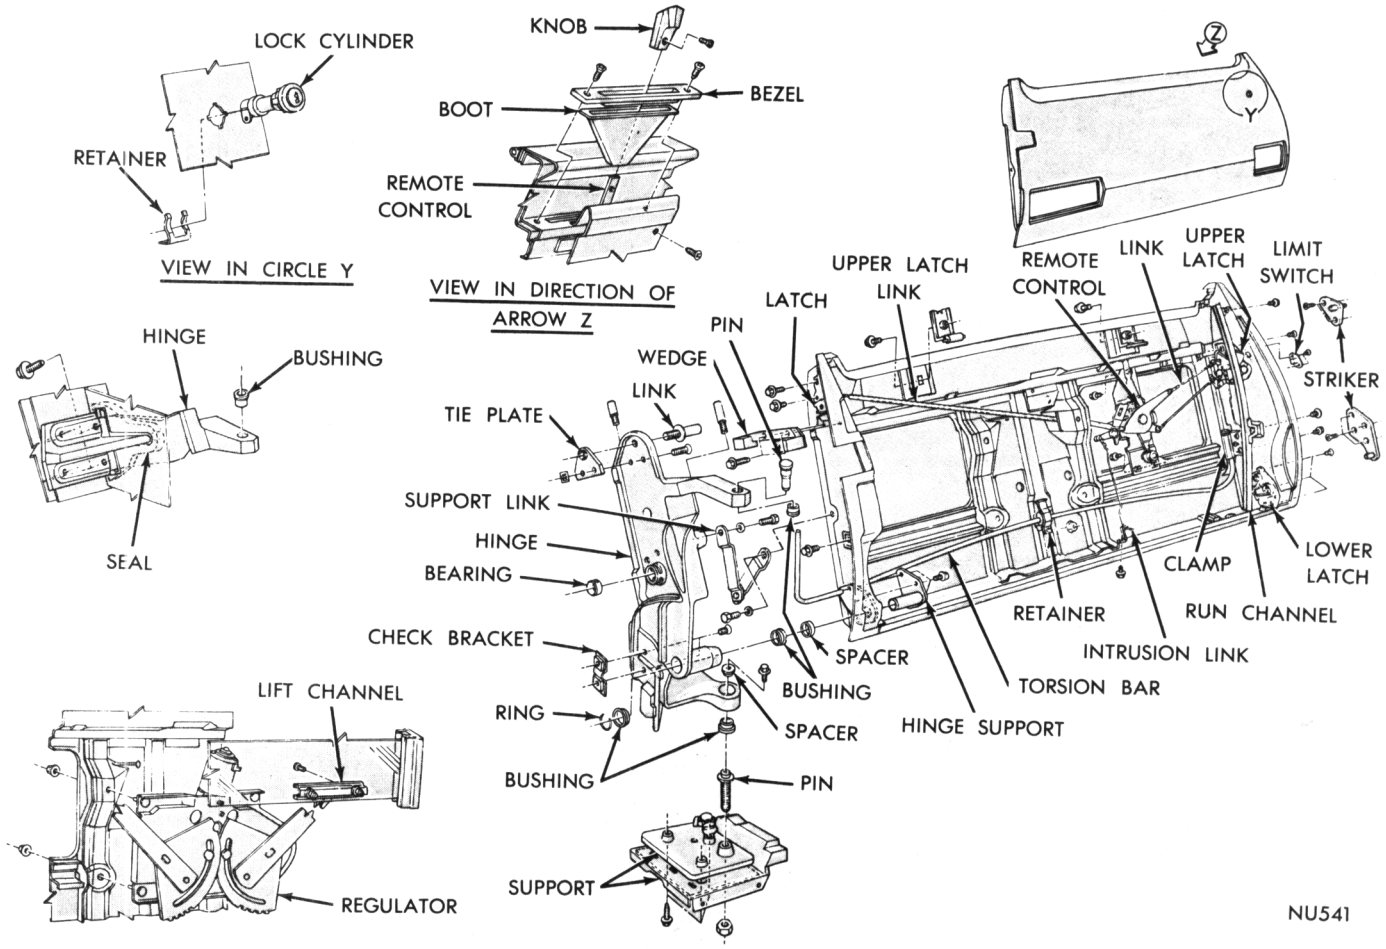

Fig. 83—Tail Gate Assembly
Vertical adjustment and in and out adjustments are made at the hinge plate. In and out alignment of the top of the tail gate is adjusted by moving the striker in or out to permit ease of entry of the tail gate glass into the upper run channel. Lateral adjustment to center the tail gate in the body opening is controlled at the hinge (Fig. 83).
(1) Remove check arm and torsion bar guide from pillar guide plates.
(2) Support tail gate on jacks or stands.
(3) Loosen hinge pivot pin locking screws (Fig. 83).
(4) Use a pencil and outline hinge plate position on pillar post for future assembly.
(5) Remove hinge plate attaching bolts from pillar post.
(6) Slide hinge plate and torsion bar in through guide toward center of tail gate.
(7) Lower tail gate down and out of body opening.
To replace the lock assembly (Fig. 83) remove trim panel glass and glass runs. The lock assembly is retained on tail gate by screws accessible at end of tail gate.
The tail gate lock cylinder assembly is retained on the outer panel with a horseshoe type retainer (Fig. 83).
(1) Remove trim panel from tail gate.
(2) Remove screws attaching torsion bar clamp to tail gate pillar (Fig. 83) and remove clamp.
(3) Remove torsion bar bearing retainer and bearing.
(4) Remove screws attaching torsion bar and hinge to tail gate.
(5) Remove torsion bar from hinge.
(1) Lubricate torsion bar at right hinge area and at torsion bar bearing area.
(2) Install hinge on torsion bar and insert torsion bar into tail gate.
(3) Position hinge to tail gate and install mounting screws. Tighten screws.
(4) Install bearing and bearing retainer on torsion bar (Fig. 83). Tighten retainer nut.
(5) Position clamp over end of torsion bar and from outside end of tail gate install attaching screws.
(6) Install tail gate trim panel.